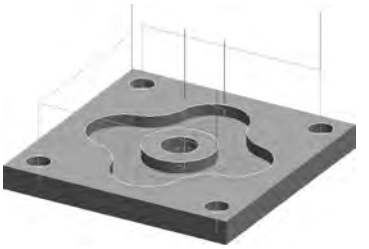

图 5-68　生成轨迹
(2) 在菜单栏中选择“加工”→“其他加工”→“孔加工”命令，弹出孔加工菜单，在“加工参数”选项卡中输入主轴转速 600 r/min、钻孔速度 150mm/ min、钻孔深度 20mm，为保证钻透，可以输入 22mm，单击“拾取圆弧”按钮，拾取刚创建的 4 条 ϕ20 圆弧曲线，如图 5-66 所示；在“刀具参数”选项卡中单击“刀库”按钮选择 2 号刀，即 ϕ10 钻头，如图 5-67 所示，单击“确定”按钮，系统开始计算得到加工轨迹，如图 5-68 所示。
锪 ϕ20 孔切削参数同钻 ϕ10 孔，在“加工参数”选项卡中输入钻孔深度 8mm；在“刀具参数”选项卡中，单击“刀库”按钮，选择 3 号刀，即 ϕ20 钻头，单击“确定”按钮，系统开始计算得到加工轨迹，如图 5-68 所示。